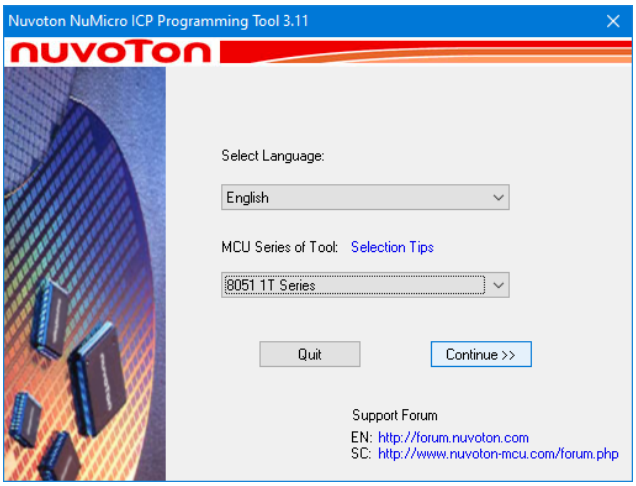

Рис.2
3. Запустить Nuvoton NuMicro ICP Programming Tool, при запуске выбрать тип устройства «8051 1T Serires» (либо оставить Auto Detect) и нажать «Continue», см. Рис.2.